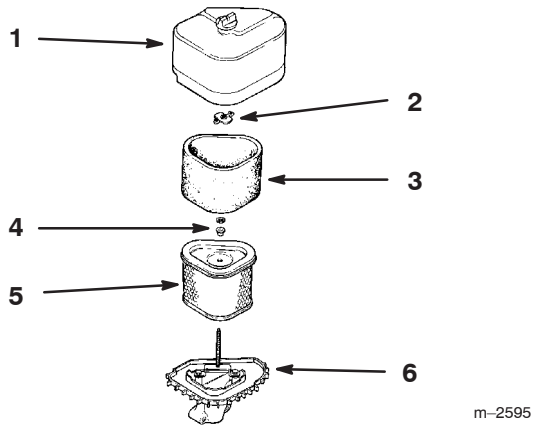

Figure 34
2. Clean around the air cleaner to prevent dirt from getting into the engine and causing damage. Unscrew the cover nut and remove the air cleaner cover (Fig. 34).
3. Remove the air cleaner assembly (Fig. 34).
4. Carefully slide the foam element off the paper element (Fig. 34).
1. Carefully slide the foam element onto the paper air cleaner element (Fig. 34).
2. Place the air cleaner assembly onto the air cleaner base (Fig. 34).
3. Install the air cleaner cover and secure with cover nuts (Fig. 34).